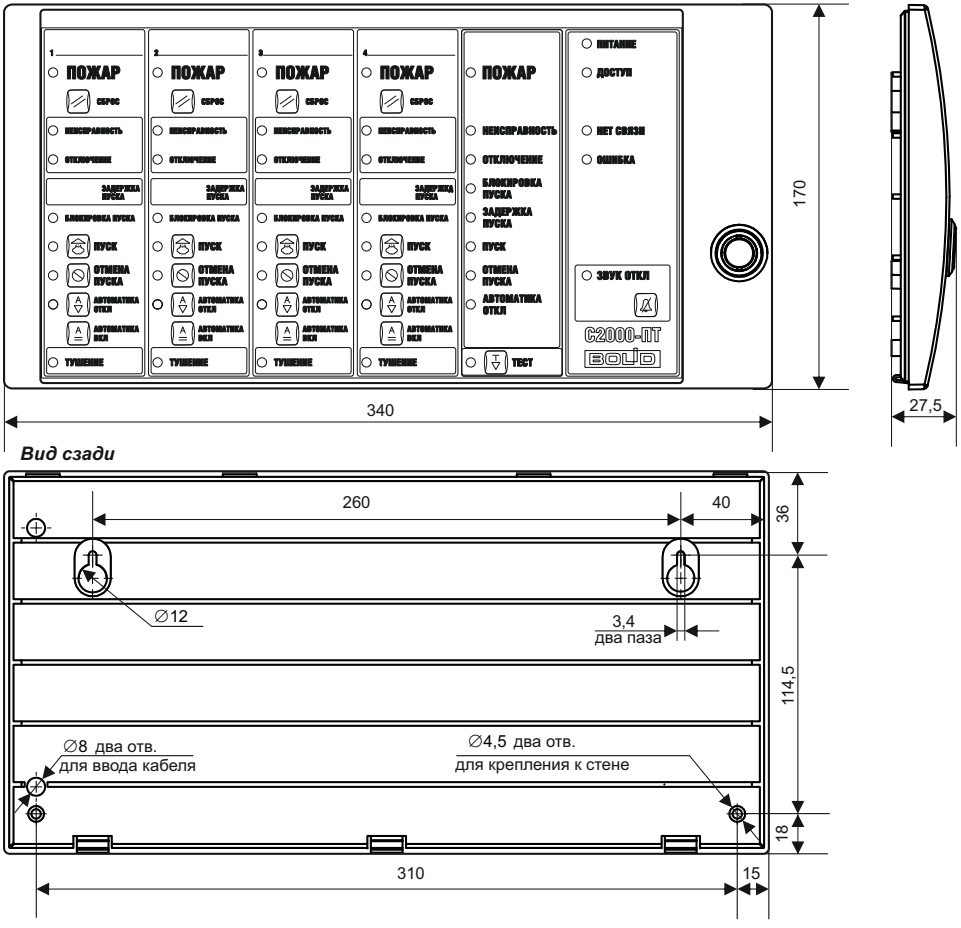

Рисунок 1. Внешний вид, габаритные и установочные размеры блока «С2000-ПТ»
1.1.8 Внешний вид блока представлен на рис. 1.
2.1.4 Наметьте на стене места для 4 установочных отверстий в соответствии с рис. 1.